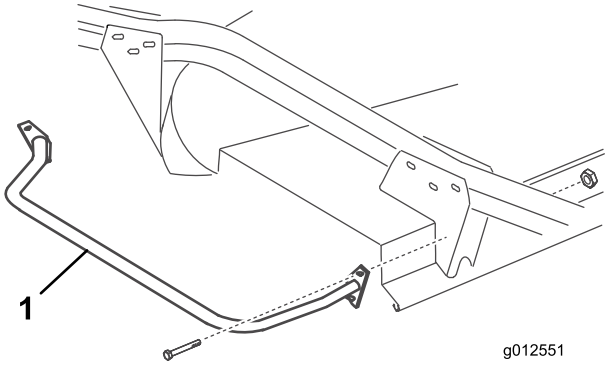

Figure 23
2. Fixez le trou supérieur de la plaque de montage avant du pare-chocs au support du bras pivotant à l'aide d'un boulon (5/16-18 x 3 po) et d'un contre-écrou (Figure 23).